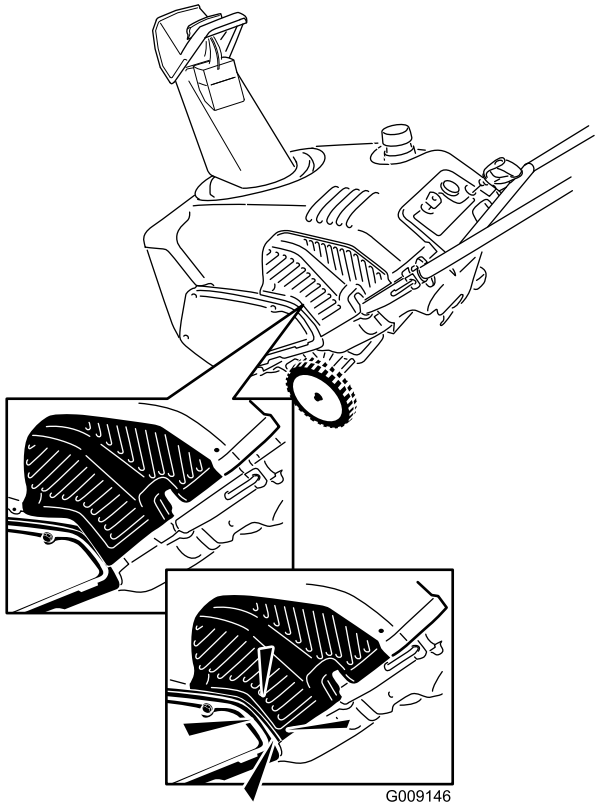

Figur 34
15. Stoppa ned skyddets nedre klack bakom remkåpan (Figur 34).